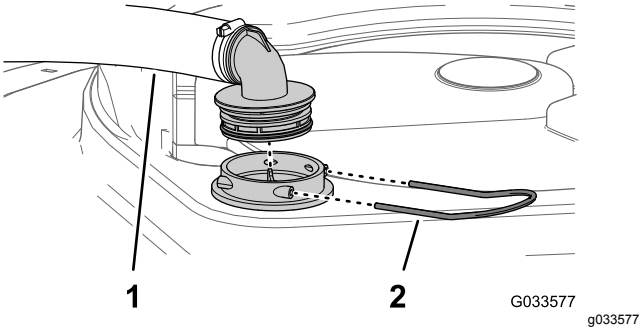

Figur 46
2. Ta bort hållaren som fäster slangnippeln på den stora slangen och filterkåpan på tankens ovansida (Figur 46).
3. Ta bort slangen och slangnippeln från filterkåpan (Figur 46).